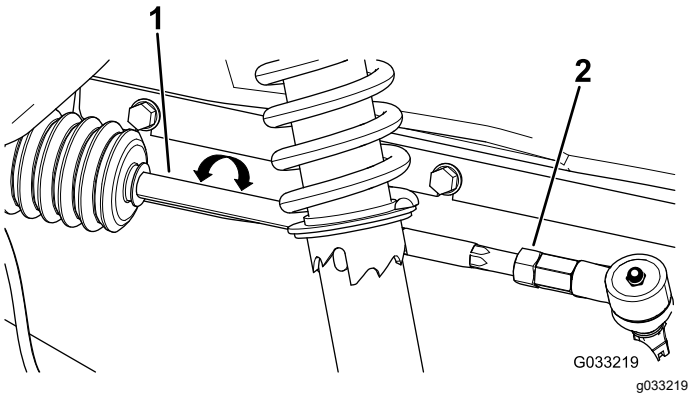

Figura 49
3. Si la distancia no es de entre 0 y 6 mm, afloje las contratuercas en el extremo exterior de las bielas (Figura 49).